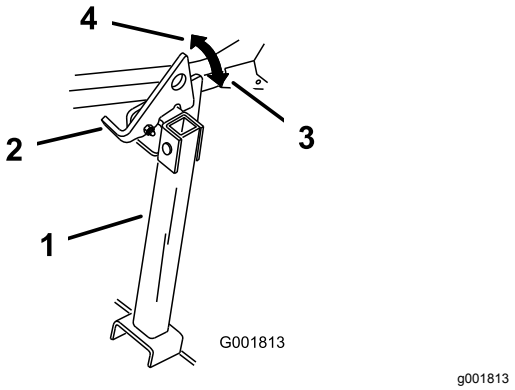

Figur 49
2. Løft klinken til ulåst position (Figur 49).